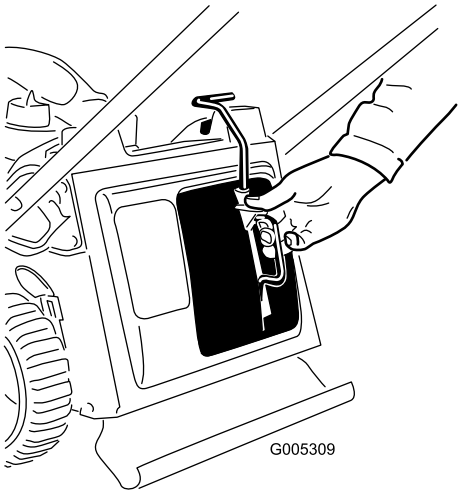

Figur 9
2. Klem på håndtagets knap med din tommelfinger og sæt kværndækslet helt ind i åbningen (Figur 9).